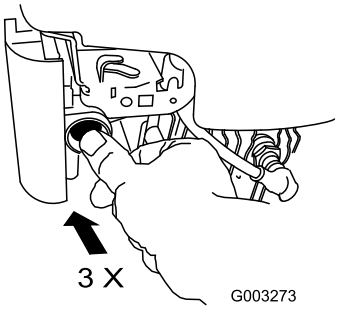

Figura 16
1. Con il pollice, spingete tre volte lo starter con forza, lasciandolo inserito ogni volta per un secondo prima di rilasciarlo (Figura 16).